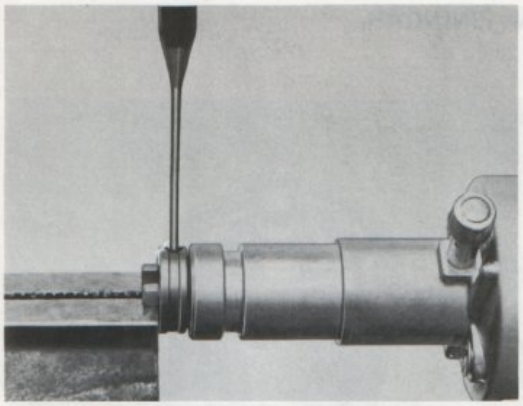

Bild 112. Borttagning av låsstift
6. Ta bort fjäderringen och märk upp hur medbringaren sitter i förhållande till fördelaraxeln. Slå ut låsstiftet bild 112. Lyft bort brickorna och medbringaren samt dra upp fördelaraxeln. Kontrollera att inga brickor kommer bort.